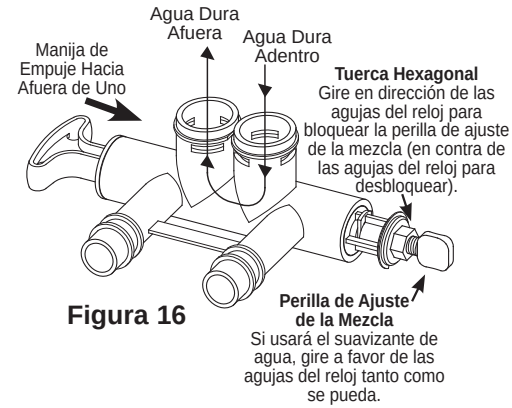

Figura 16
1. Sostenga la manija de desviación para evitar que la caña de la válvula rote (lea la figura 16). Afloje la tuerca hexagonal en la perilla de ajuste de mezcla girando la tuerca hexagonal en contra de las agujas del reloj.
2. **PARA INCREMENTAR LA DUREZA:** Con la desviación en la posición del servicio (lea la figura 16), sostenga la manija para evitar que la caña de la válvula rote, y gire la perilla de ajuste de mezcla en contra de las agujas del reloj hasta 2 vueltas desde la posición cerrada. Se recomienda hacer ajustes por incrementos de un cuarto durante varias semanas, hasta que se logre el nivel de dureza deseado. **NOTA:** Una vez que se realiza un ajuste sobre la perilla de la válvula de mezcla, es posible que lleve varios días observar el cambio en la dureza del agua en los grifos o las flores del hogar. Esta demora se debe a las grandes cantidades de agua ya acondicionada en las tuberías y el calentador de agua, que se debe cambiar antes de que se observe una modificación en la dureza. Solicite que se evalúe el agua para determinar su nivel de dureza.
3. **PARA REDUCIR LA DUREZA:** Con la desviación en la posición del servicio (vea la figura 16), sostenga la manija para evitar que la caña de la válvula rote, y gire la perilla de ajuste de mezcla a favor de las agujas del reloj. Cuando la perilla ya no gire, el agua dura ya no se está mezclando en el agua suave.
4. Una vez que se logre la dureza deseada, ajuste una tuerca hexagonal (vea la figura 16) en dirección de las agujas del reloj, hasta que entre en contacto con la caña de desviación.